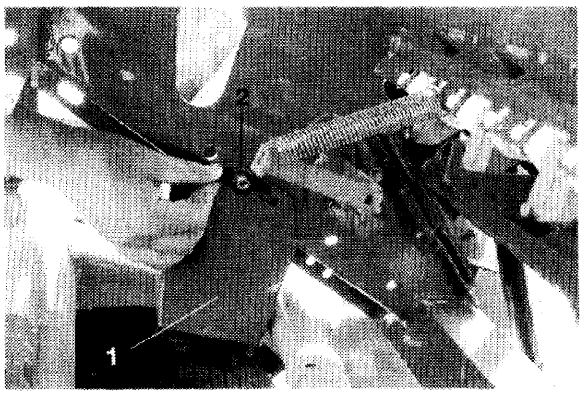
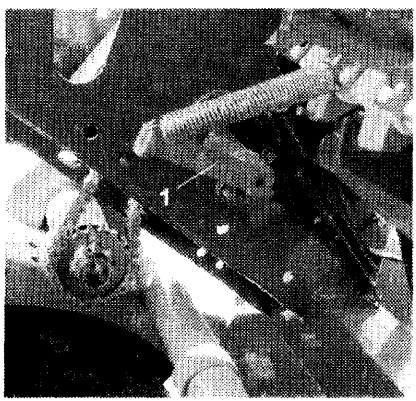

Fig. 24
Fig. 26
- Kettenschutz (Fig. 24/1) am rechten Innenseitenteil der Drillmaschine nach dem Lösen der Flügelmutter (Fig. 24/2) entfernen.
- Zum Spannen der Antriebskette ist der Hebel (Fig. 26/1) hochzuschwenken und der Kettenschutz (Fig. 24/1) wieder zu befestigen.